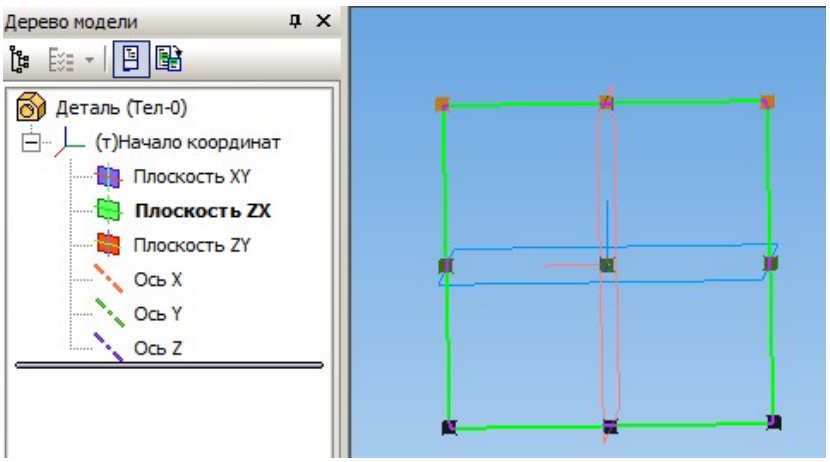

Рис. 35. Выбор рабочей плоскости XZ
1. Создадим новый проект типа **Деталь**. Выберем в качестве рабочей координатную плоскость **XZ** (рис. 35).